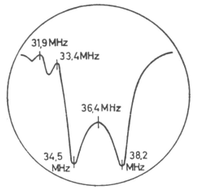

Abb. 3
| an g 1 Rö 3 (EF 183) | über Wobbler | 36,4 MHz | (7) (8) | Kurve nach Abb. 3 |